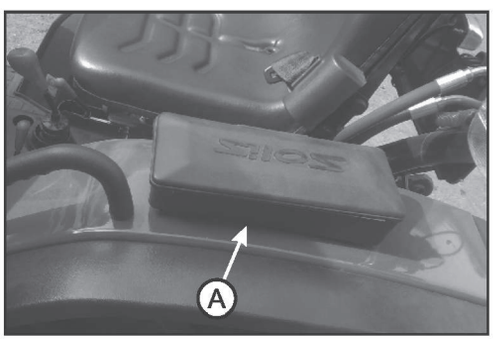

Рис. 3.7
Панель инструментов (A) устанавливается на левом крыле (рис. 3.7).